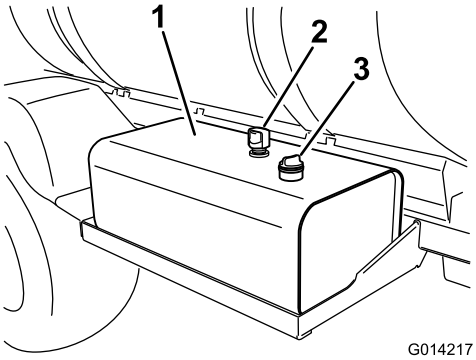

Bild 107
2. Reinigen Sie den Bereich um den Peilstab des Hydraulikölbehälters und nehmen ihn ab (Bild 107).